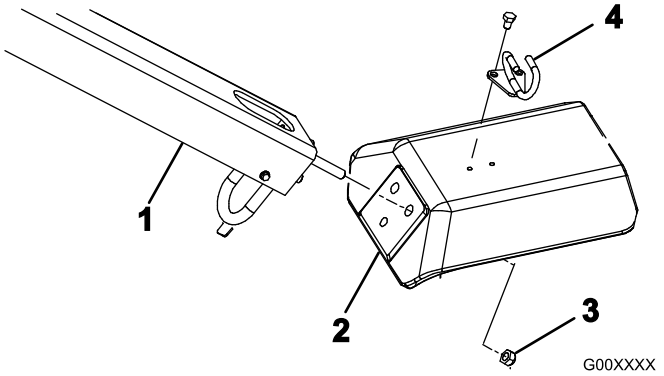

Figuur 4
2. Steek de montagetapeinden in de openingen in de vork (Figuur 4).
3. Bevestig de tapeinden aan de vork met 3 borgmoeren (1/2 inch) (Figuur 4)
5. Monteer de kabelgeleider aan de bovenzijde van de vork met 2 bouten (5/16 x 1/2 inch) (Figuur 4).